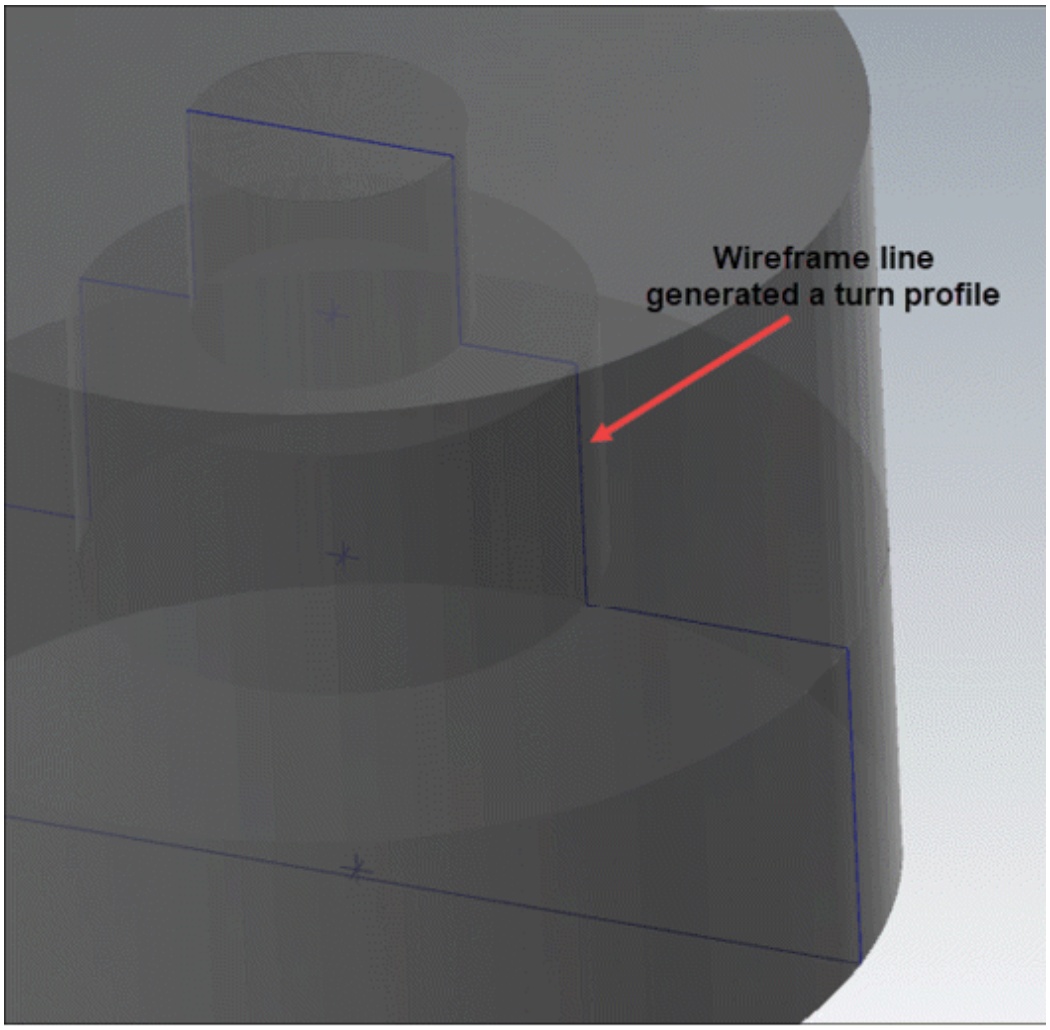

Figure-35. Turn profile generated
- After setting desired parameters, click on the **OK** button. The turn profile will be generated; refer to Figure-35.